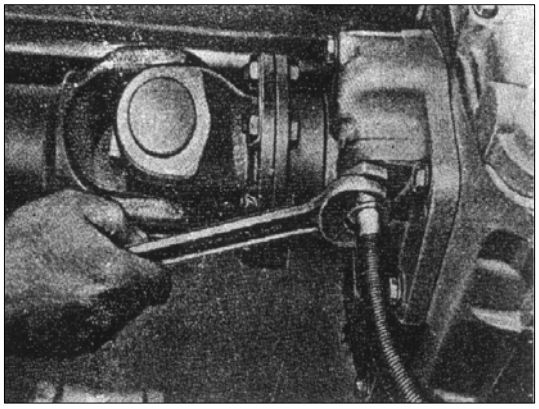

РИС. 182
2) Снимите трос привода спидометра с задней крышки коробки передач (см. рис.182).